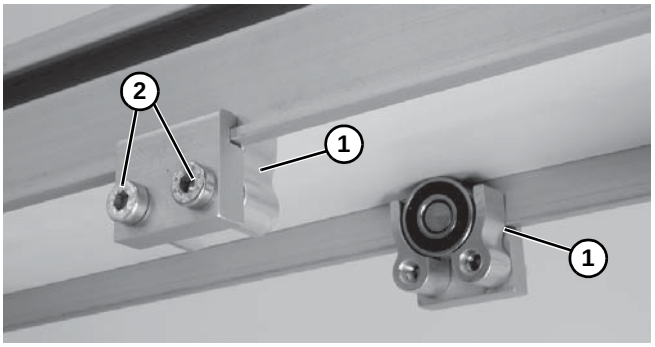

Figure 12
3. Install roller assemblies **(Figure 12, item 1)** as shown. Tighten screws **(Figure 12, item 2)** to 60 in-lb (7 Nm).